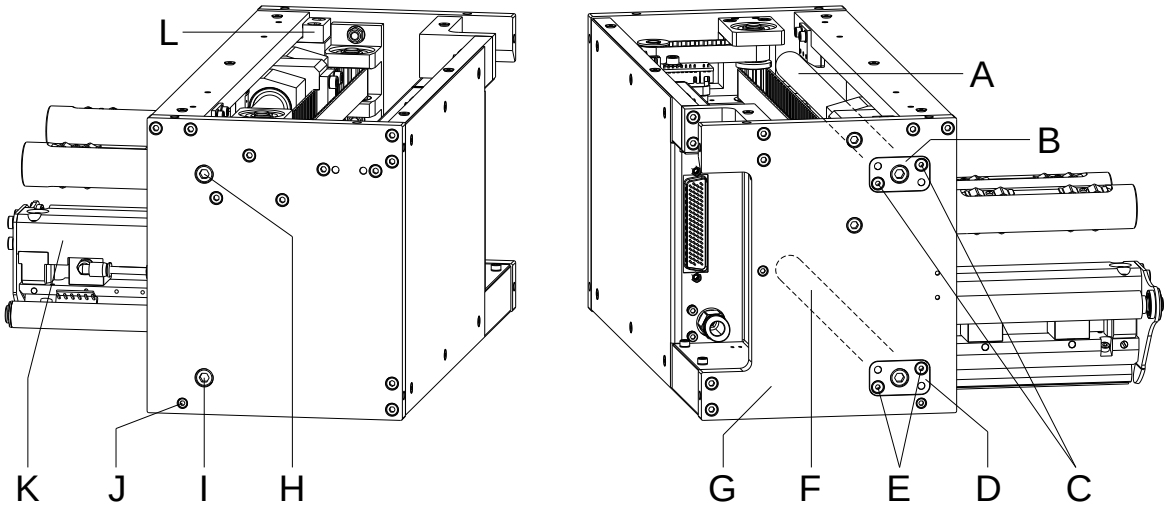

Abbildung 39
5. Zwei Schrauben (E, Abbildung 39) herausdrehen.
6. Schraube (I, Abbildung 39) herausdrehen.
7. Druckschlitten (K, Abbildung 39) festhalten und untere Führungswelle (F, Abbildung 39) inklusive Flansch (D, Abbildung 39) aus der Bohrung in der Seitenwand (G, Abbildung 39) ziehen und abnehmen.
8. Schrauben (O, Abbildung 39) herausdrehen.
9. Schraube (S) herausdrehen.
10. Schraube (R) ca. eine halbe Umdrehung lösen.
11. Winkel für Kette (Q) vorsichtig nach hinten schwenken.
12. Linearlager (N) von den Fixierstiften ziehen und abnehmen.
6. Untere Führungswelle (F, Abbildung 39) inklusive Flansch (D, Abbildung 39) durch die Bohrung in der Seitenwand (G, Abbildung 39) führen. Die Führungswelle durch die Linearlager (N, Abbildung 39) schieben, dabei Druckschlitten (K, Abbildung 39) festhalten.
7. Schraube (I, Abbildung 39) festziehen.
8. Zwei Schrauben (E, Abbildung 39) festziehen.
Druckschlitten über den kompletten Verfahrweg verschieben und Leichtlauf sicherstellen. Ggf. über Schraube (I, Abbildung 39) die Führungswelle justieren.
11. Untere Abdeckung mit drei Senkschrauben und zwei Zylinderschrauben (J, Abbildung 39) befestigen.